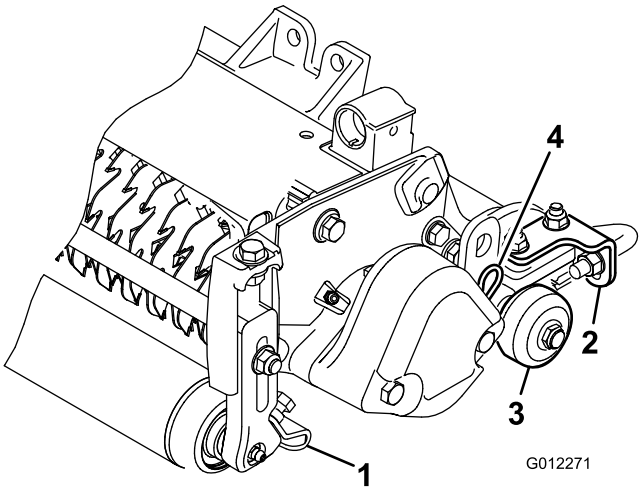

Figuur 6
1. Draai de flensmoeren los waarmee de rolschrapers zijn bevestigd (Figuur 6).
Voordat de verticuteermessen omlaag worden gebracht tot op de vloer of van de tractie-eenheid worden verwijderd, moet u de transportrollen (Figuur 6) verwijderen om de messen te beschermen tegen contact met een hard oppervlak.